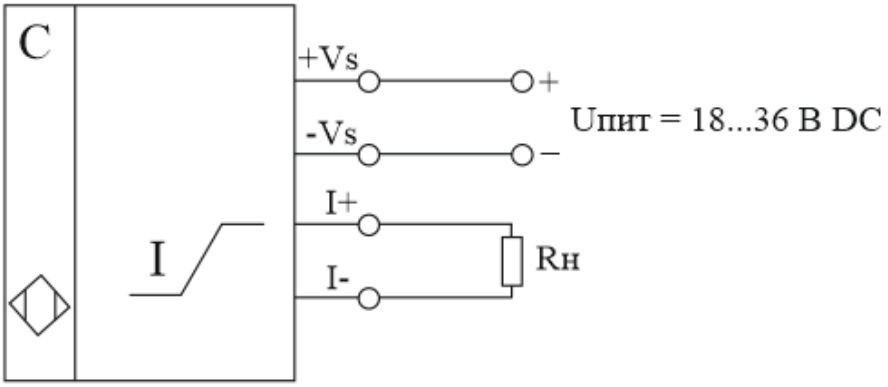

Рис. 2 – схема подключения ДНЕ
1.3.5 Схема электрическая подключений датчика ДНЕ приведена на Рис. 2